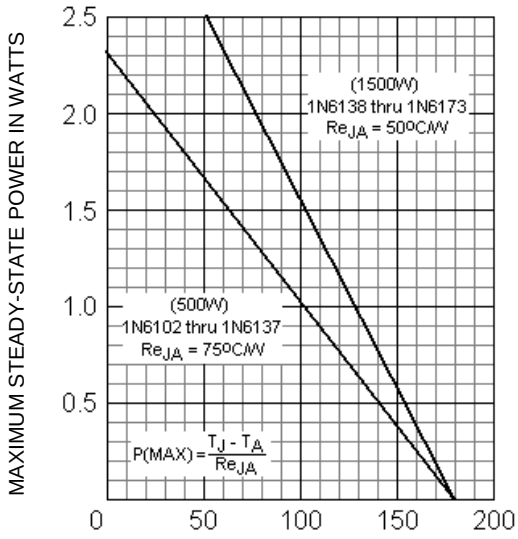

FIGURE 4
- Steady-State Power: 2.0 W for 1N6103US to 1N6137AUS and 3.0 W for 1N6139US to 1N6173AUS @ T_A = 25°C (see note and Figure 4 for linear derating at higher temperatures)